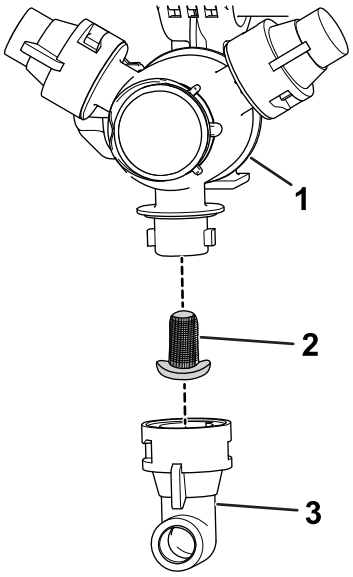

Figura 52
2. Retire la boquilla de la torreta de fumigación (Figura 52).
3. Retire el filtro de la boquilla (Figura 52).
5. Instale el filtro de la boquilla (Figura 52).
6. Instale la boquilla en la torreta de fumigación (Figura 52).